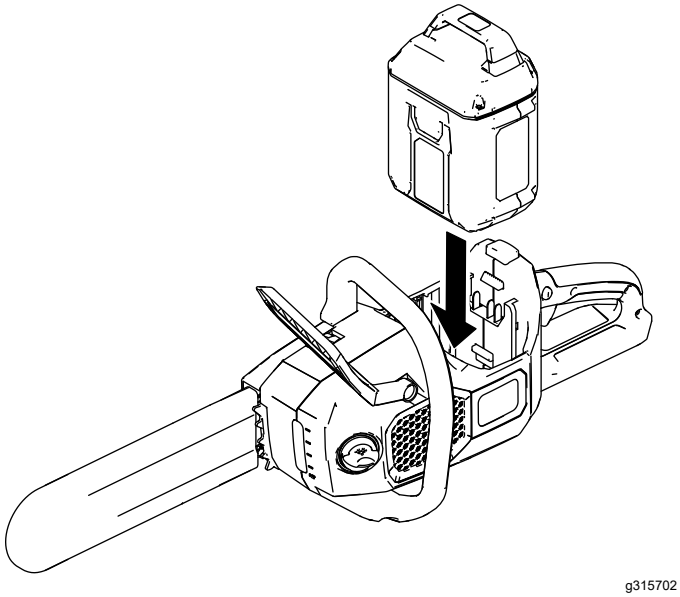

Figur 22
2. Rikta in batteripaketets ände mot batterifacket i motorsågen (Figur 22).